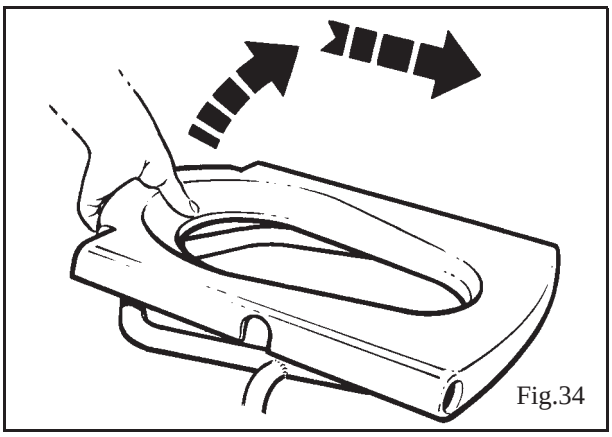

Fig.34
2. Faire glisser le siège vers l'avant sur une courte distance jusqu'à ce qu'il soit dégagé des tubes du cadre, puis le soulever pour l'extraire. (Voir Fig. 34)